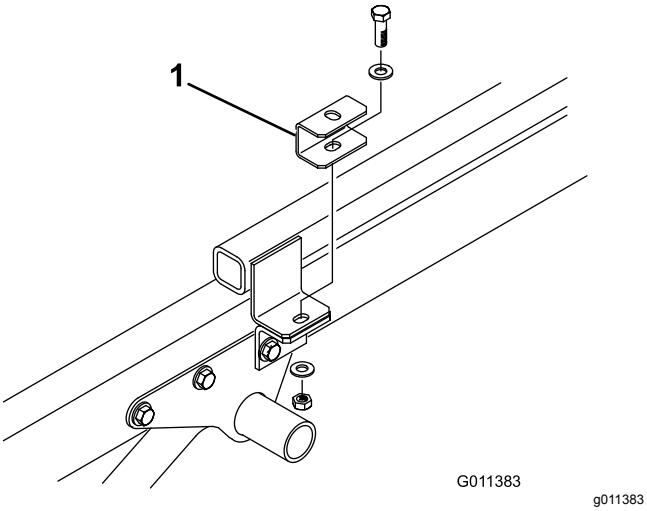

Figuur 7
4. Bevestig een tussenring bovenaan de lippen van het trekhaakframe; gebruik de inbusbout, 2 platte ringen en borgmoer die u eerder verwijderd hebt (Figuur 7).
5. Plaats de machine op het voertuigframe. Let erop dat de openingen in de achterste montagebeugels op een lijn staan met de openingen in de zijkanten van het frame (Figuur 7).